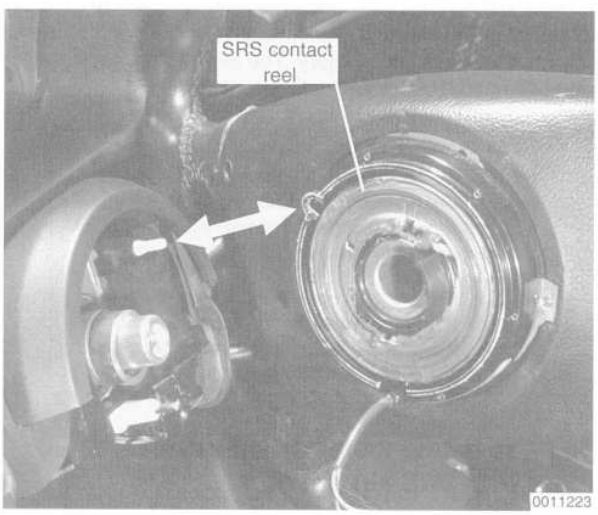

Fig. 1. Install steering wheel so that locking pin in column aligns with cutout in contact reel (**arrow**).
> *The SRS contact reel is mounted to the rear of the steering wheel hub. The contact reel is a wound coil of wire that ensures continuous electrical contact for the air bag unit. Once the steering wheel mounting nut or bolt is removed the contact reel is locked in the center position and its position must not be altered. See Fig. 1.*
6. Install the steering wheel while aligning the matching marks. Make sure the locking pin engages the cutout in the contact reel. See Fig. 1.